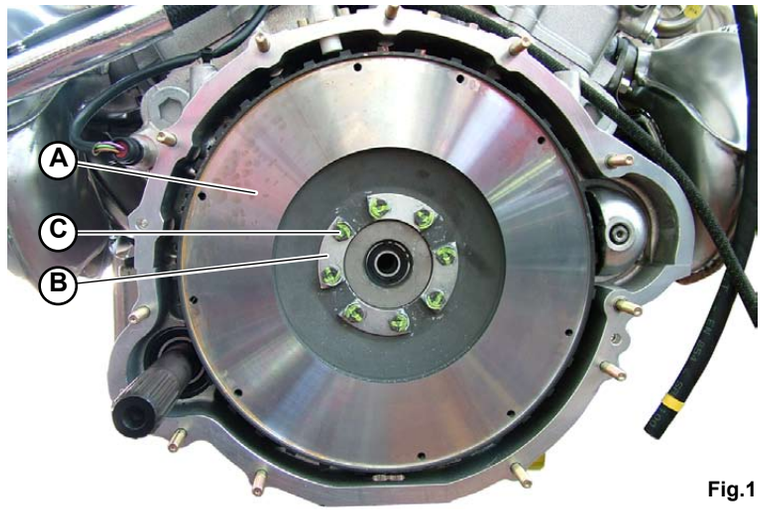

Fig.1
1. Position the flywheel (**A-Fig.1**).
2. Position the new sheet metal guards (**B-Fig.1**).
3. Position the flywheel using the bolts (**C-Fig.1**).